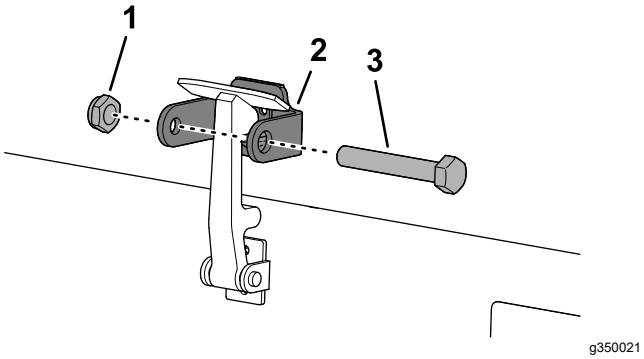

Figuur 35
7. Schroef de bout in de andere arm van de vergrendelbeugel om de sluiting te vergrendelen (Figuur 35).